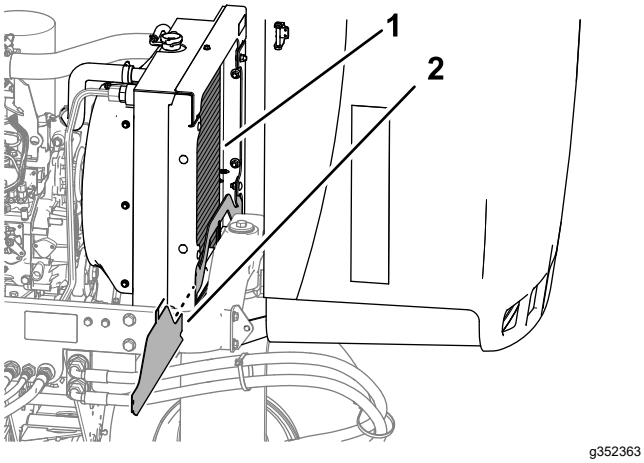

Figur 72
4. Ta bort det nedre kylarskyddet (Figur 72).
5. Rengör båda sidorna av kylaren noggrant med vatten eller tryckluft (Figur 72).